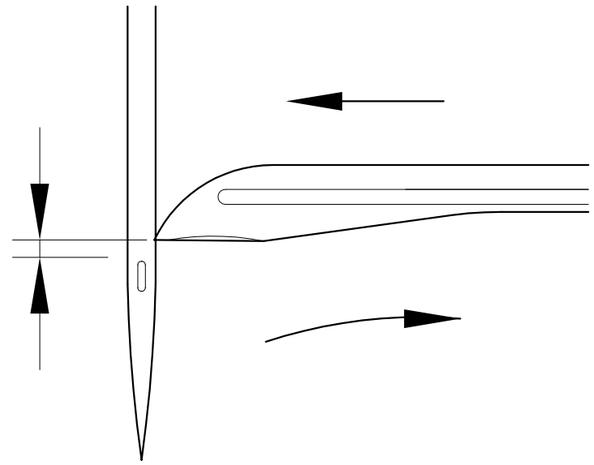

Fig. 4
1. El espacio cuando el bucleador se mueve desde el punto muerto derecho a la izquierda y al borde derecho de la aguja izquierda y sobre el ojal de aguja y también cuando el bucleador se mueve desde atrás del punto muerto izquierdo a la derecha y al centro de la aguja izquierda y sobre el ojal de aguja, deben ser iguales. Esta es la relación de ritmo o sincronización correcta (Fig. 4)